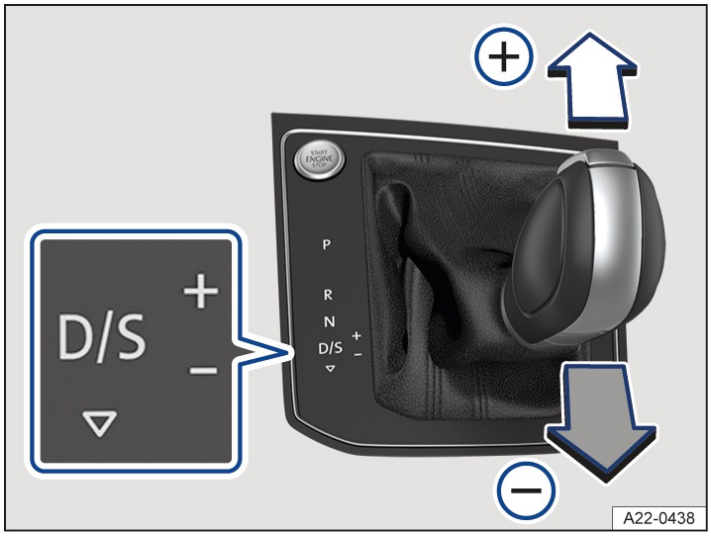

Fig. 1 Selector lever in tiptronic position(left-hand drive vehicle). The right-hand drive vehicle is a mirror image.
2. Tap the selector lever forward (+) or to the rear (–) to upshift or downshift → *fig. 1*.